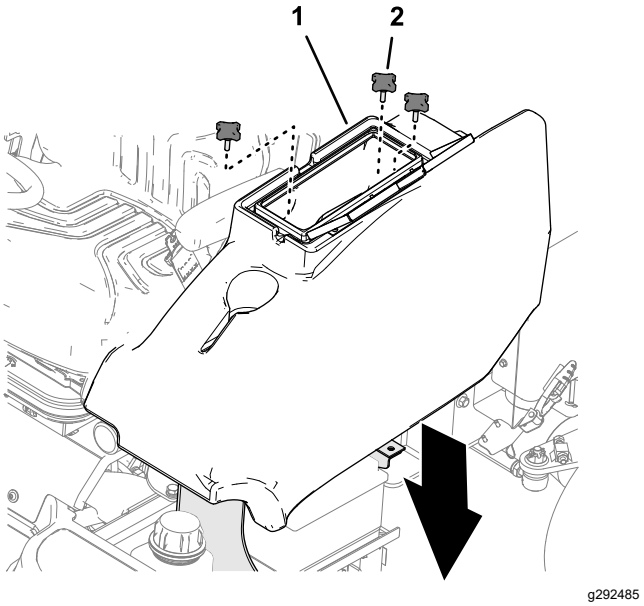

**Figur 54**
2. Monter opbevaringsrummet på maskinen med de 3 greb (Figur 54)